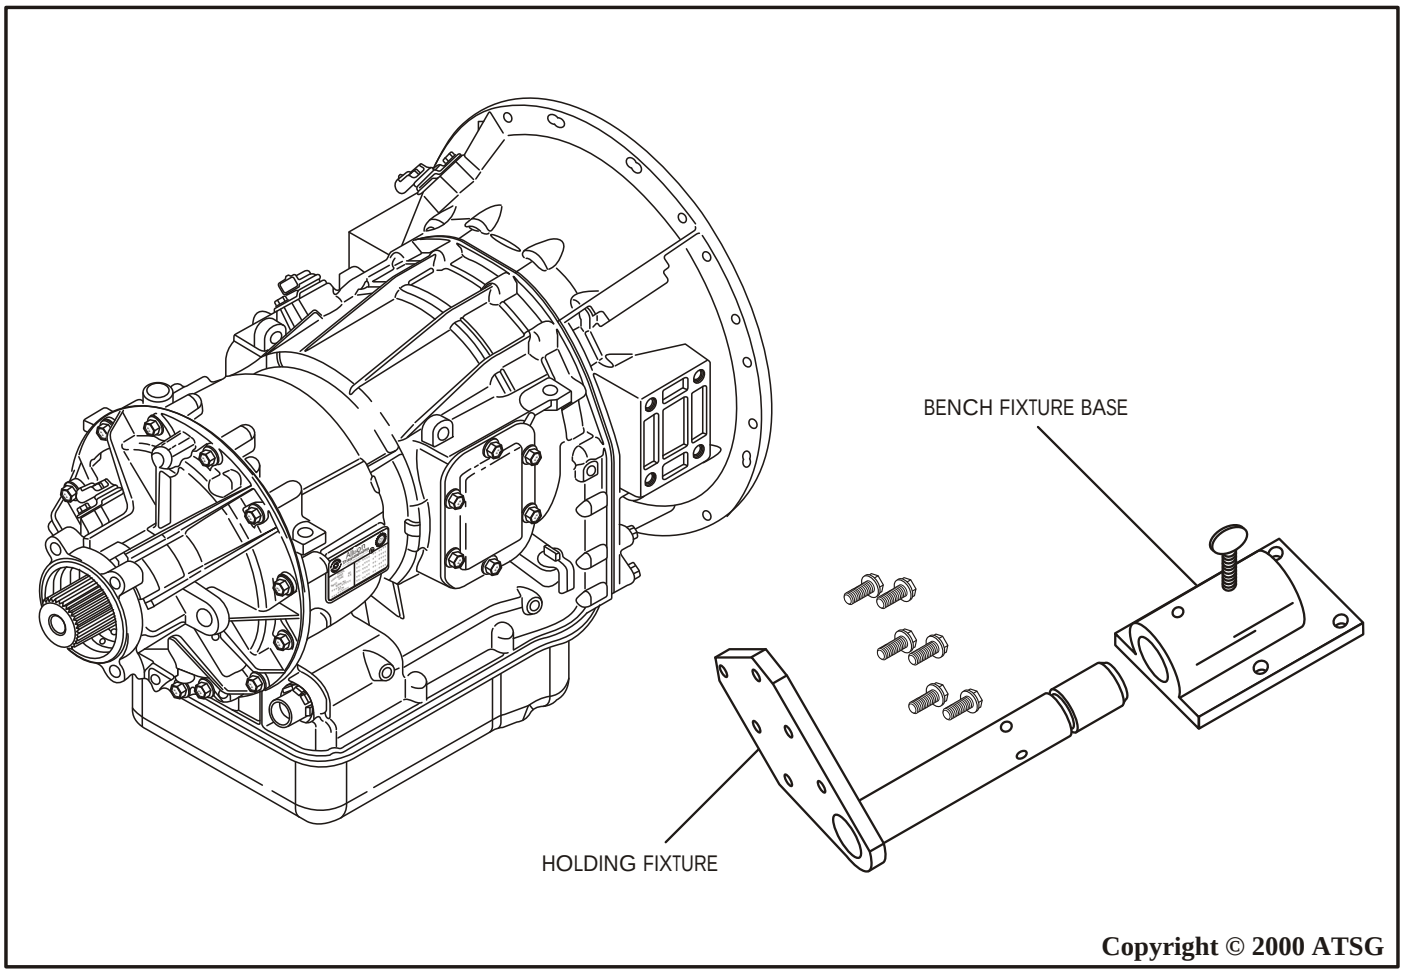

Figure 43
1. Remove the six PTO cover retaining bolts or the Power Take Off whichever it is equipped with, on the right hand side of the transmission as shown in Figure 43.
2. Install holding fixture similar to the one shown in Figure 43, onto the PTO surface, to be used with the bench fixture base.
Caution: Because of the mass and the weight of this unit, we feel it necessary to use holding fixture shown in Figure 43, with the fixture base or in a suitable turn-over stand.